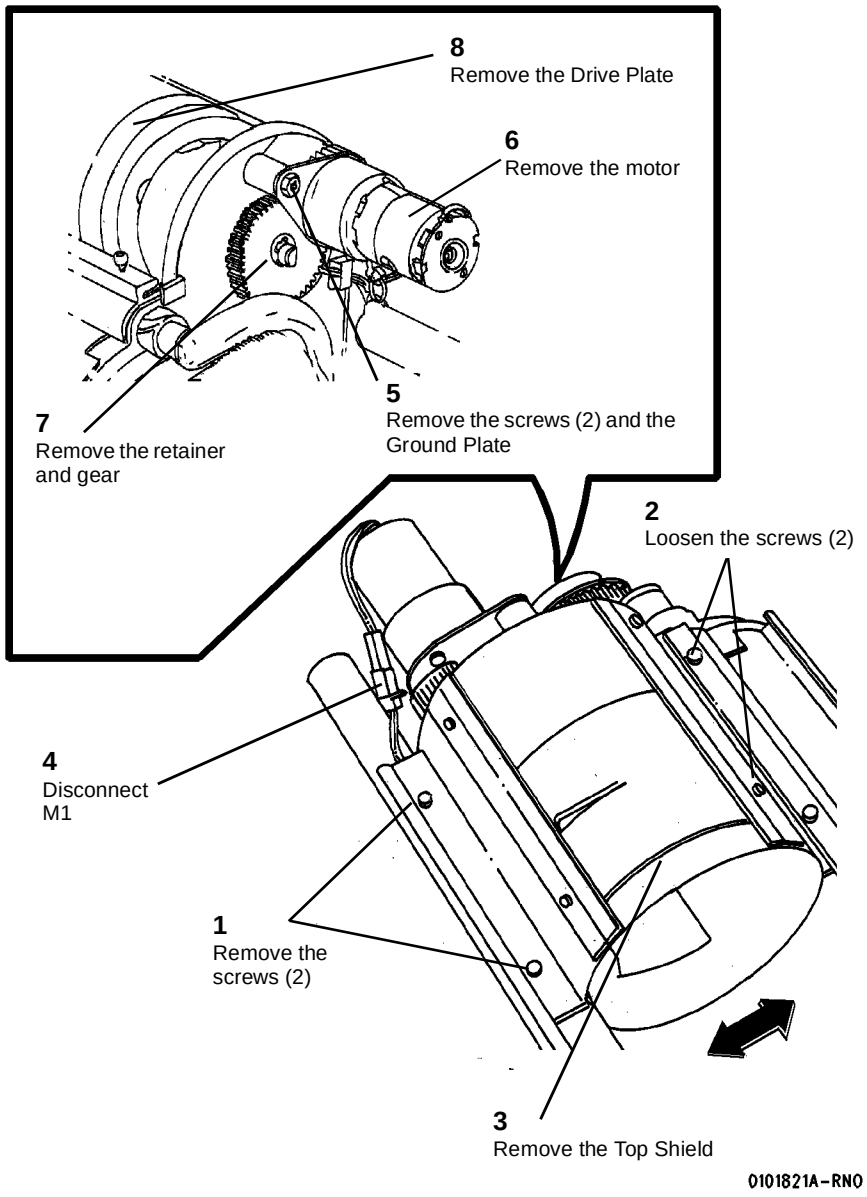

**Figure 1 Removing the Cartridge Drive Plate**
2. (Figure 1): Remove the Cartridge Drive Plate.